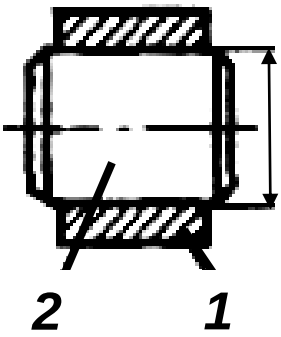

Рисунок 1. Эскиз соединения 1
- Выполните эскиз соединения 1 (рисунок 1)